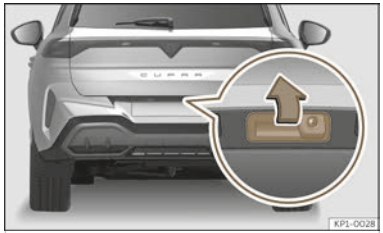

Fig. 82 Rear lid: opening from the outside.
- *Open:* press lightly on the handle and lift the rear lid ››› Fig. 82.